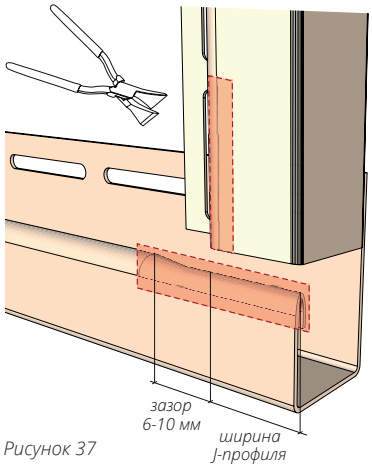
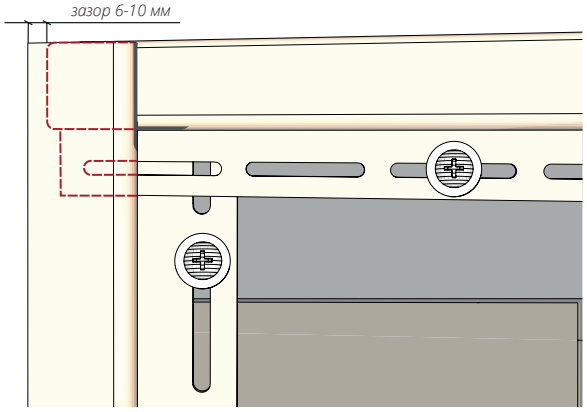

Рисунок 37
Рисунок 38
14.2 Для соединения двух J-профилей под углом 90° - вариант №1, используя клещи, подо-жмите соединяемые края J-профилей на ширину лицевой части J-профиля плюс зазор на расширение 6-10 мм (рис. 37). Смонтируйте J-профили, оставив зазор на тепловое расширение 6-10 мм (рис. 38), соблюдая общие правила монтажа.